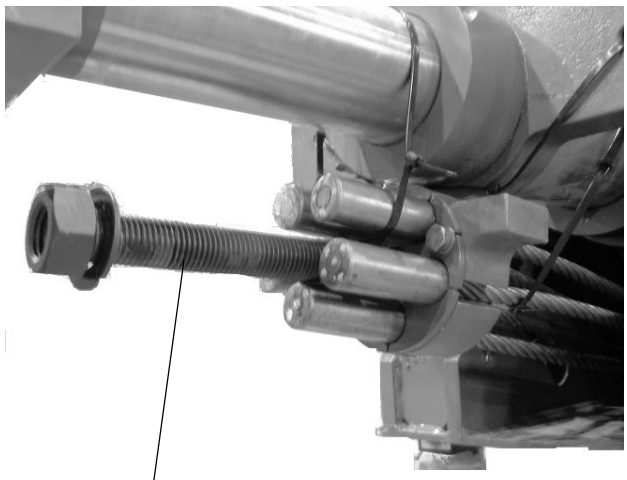

FIGURA 4-75
25. Compruebe que el perno largo (Figura 4-75, 1) de instalación de cables se encuentre instalado en el anclaje de cables de extensión.